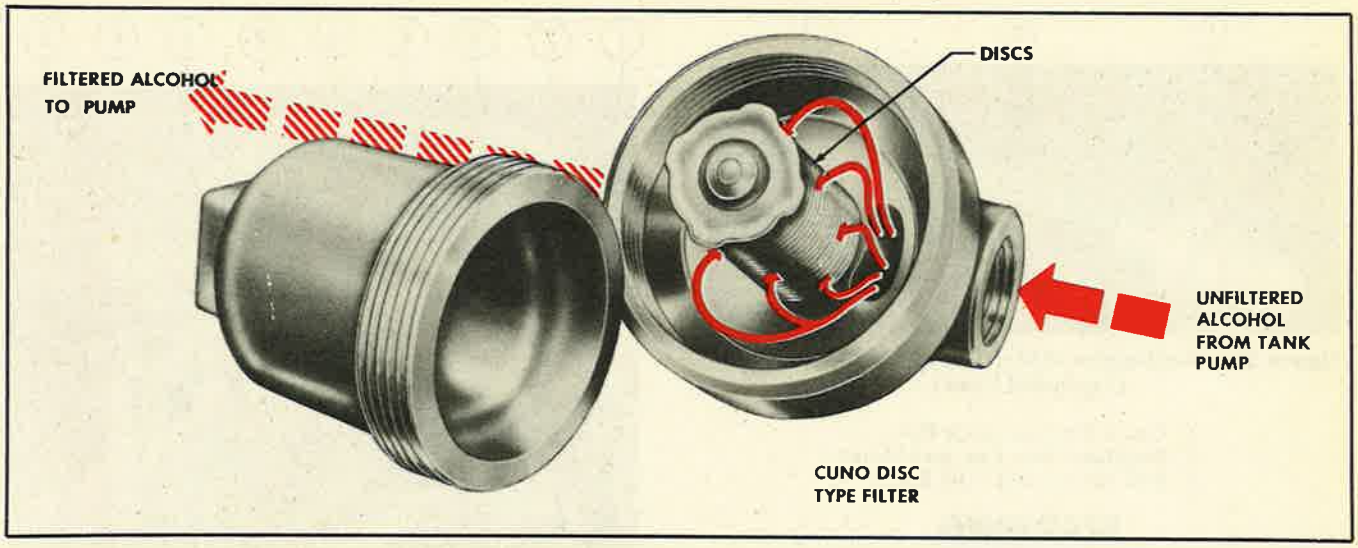

Figure 579—Carburetor Anti-Icer System Filter Fluid Flow
1. DESCRIPTION.—An Adel filter is screwed to the pump, inlet port. The filter (figure 579) consists of two parts: a dural cap, incorporating the inlet and outlet ports; and a cadmium-plated, brass bowl to collect sediment. The fluid is drawn through the inlet port, into a drilled passageway in the cap, and into the bowl which surrounds the multiple-disc type filtering element. It is then drawn through the element and outlet port by the suction of the pump. The element is provided with large enough spaces between the laminations to permit passage of the required amount of fluid, but small enough to prevent small particles from entering the pump.